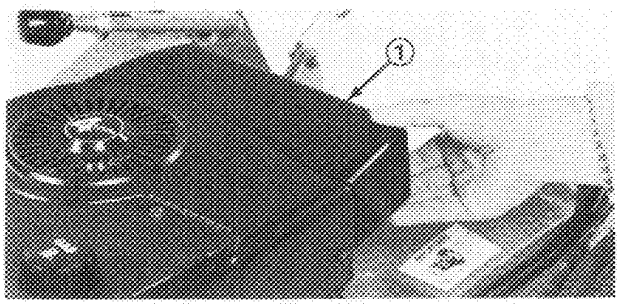

Figure 22
2. Place fingers under right side of cover and lift it up (Fig. 22). Clean inside and outside of cover if it is dirty.